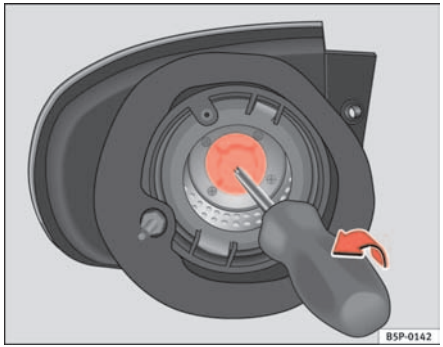

Fig. 191 Indicator lights.
– Pull out the lamp holder from the turn signal using a screw driver in the direction of the arrow (see ⇒ fig. 191).